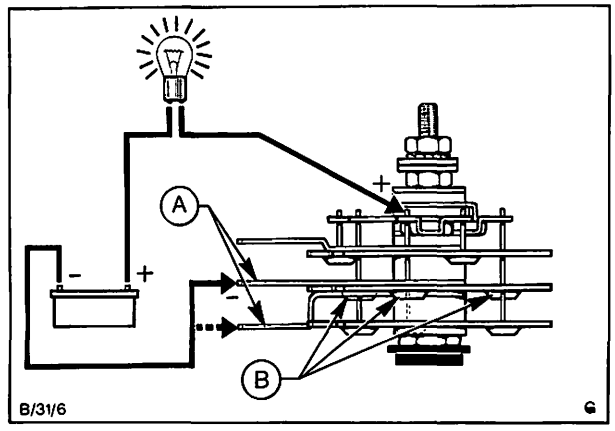

Abb. 47 A = Plus-Klemmen
a) Minus-Prüfspitze des Prüfkreises am Plus-Teil, d. h. am **mittleren** Wärmeableiter bzw. an einer der beiden großen Klemmen abschließen. Plus-Prüfspitze am Anschlußstift einer der drei am **mittleren** Wärmeableiter angeschlossenen Dioden halten, Abb. 47. Funktioniert die Diode einwandfrei, so leuchtet die Prüflampe auf.